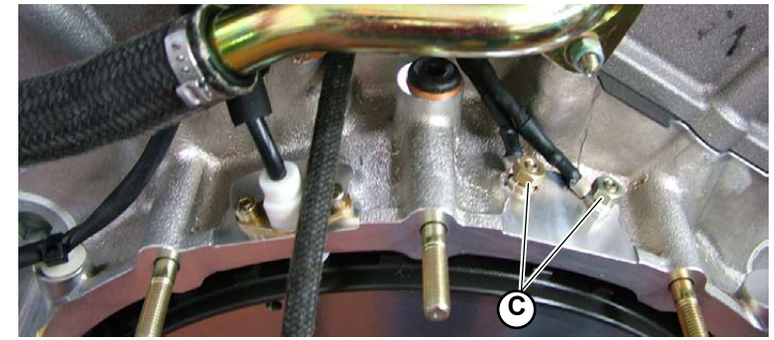

Fig.5
4. Secure the grounds onto the crankcase using the 2 screws (**C-Fig.5**).